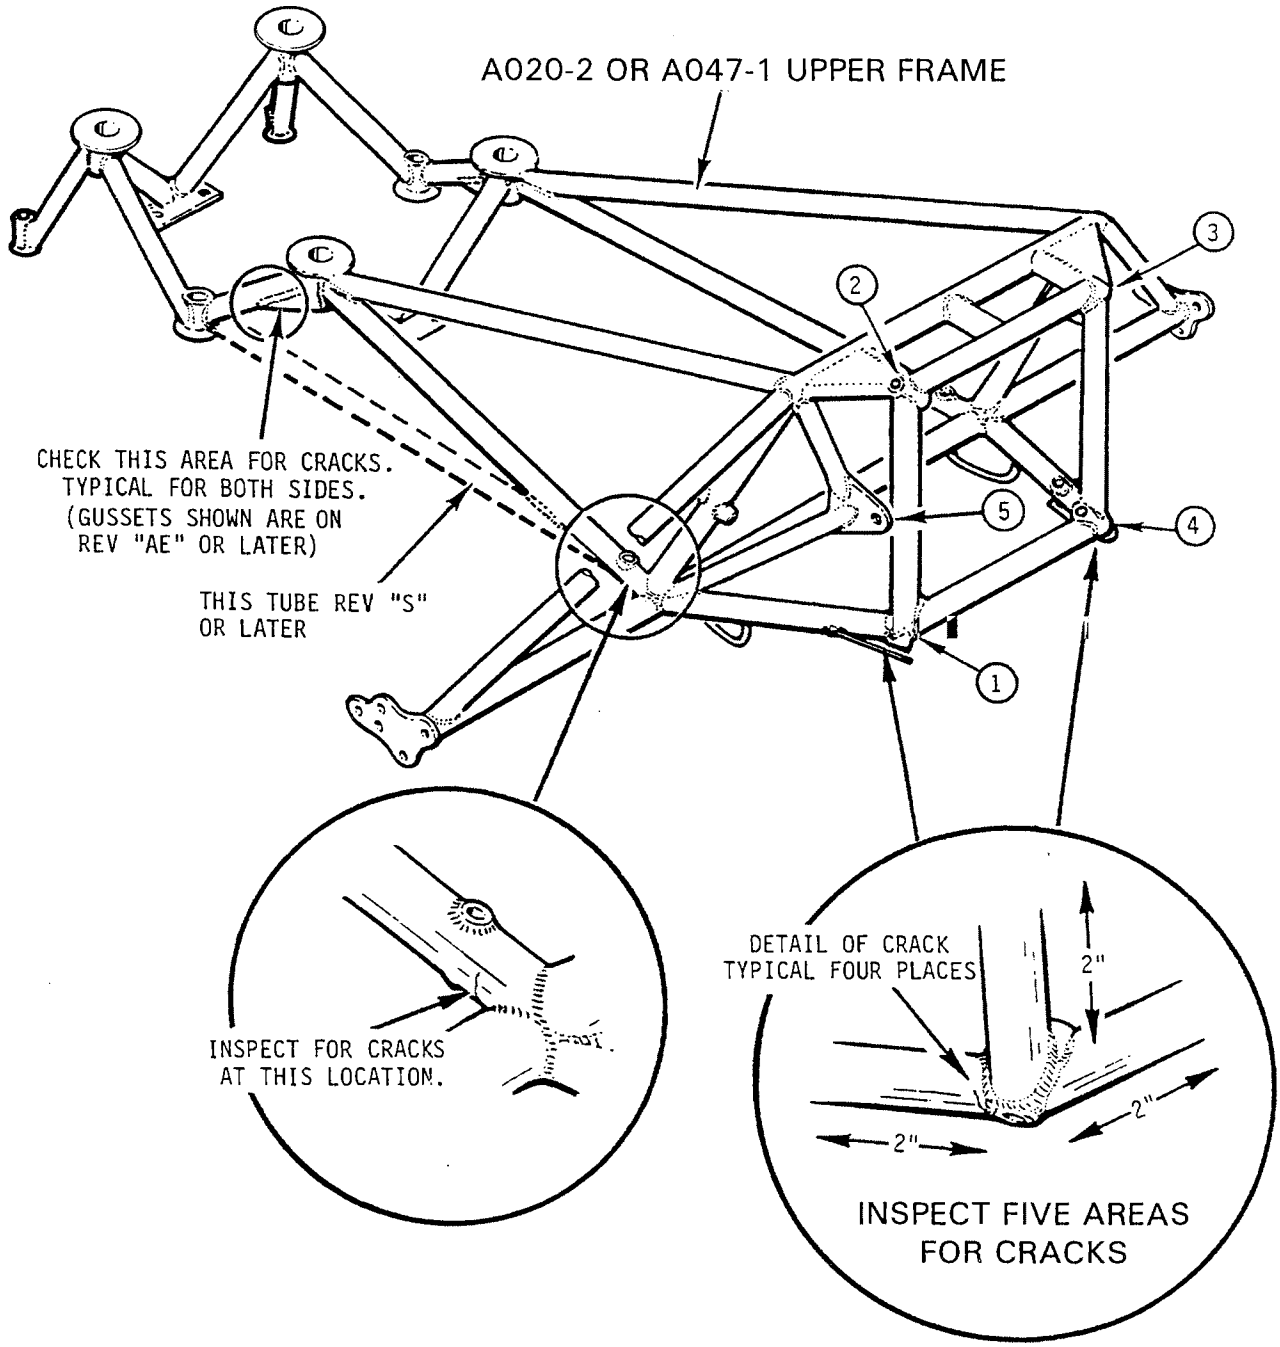

FIGURE 2-12 UPPER FRAME CRACK INSPECTION
b. See Figure 2-12. Using a Section 1.410 approved paint stripper, remove paint from and within 2 inches of tailcone attach points on upper frame.
4. See Figure 2-12. Using a Section 1.410 approved paint stripper, remove paint from and within 2 inches of tailcone attach points on upper frame. Dye penetrant inspect upper steel tube frame at tailcone attach points. I